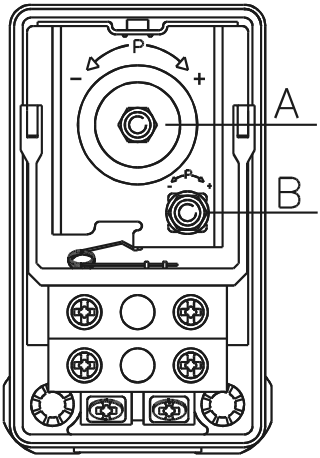

Рис. 6 Реле давления
1. Поверните винт (поз. A, рис. 6) по часовой стрелке, если хотите повысить давление выключения. Поверните винт против часовой стрелки, если хотите уменьшить давление выключения. Регулируемая разность давлений при этом остается неизменной.